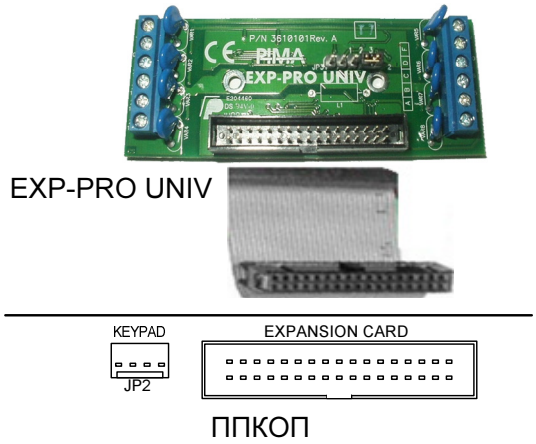

Рис. 14 Подключение EXP-PRO к плате ППКОП
2. Используя плоский кабель (прилагается) подключите, блок расширителя к разъёму "Expansion card" на ППКОП (см. Рис.14)